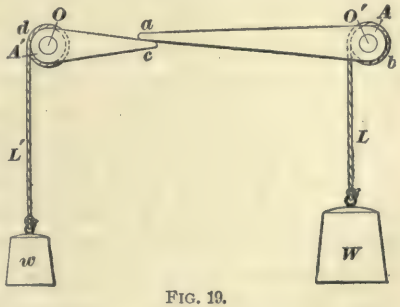

FIG. 19.
**20.** Increasing the size of the pinion and decreasing the size of the gear was seen to make the starting power of the car less and its full speed greater. Decreasing the size of the pinion and increasing the size of the gear gives the car greater starting power, but somewhat lessens its maximum speed. It increases the starting power, because it increases the length of the lever that the armature uses for turning the car wheel, as can be seen by a consideration of Figs. 19 and 20. In Fig. 19 *c d* is a lever working around center *O*, and *a b* is a lever working around center *O'*. Attached to one rope is weight *W*, which tries to turn lever *a b* counter-clockwise; attached to a second rope is weight *w*, which tries to turn lever *c d* also counter-clockwise. We will suppose that the lengths of the levers and the weights
of $W$ and $w$ are such that the levers, when interfered, as shown in Fig. 19, just balance each other in the effort to press, the one up and the other down. It can be readily seen that the amount of weight $W$, which one could lift by winding rope $L$ up on arbor $A$, by means of lever $a\,b$, would depend on the length of lever $a\,b$, just as the weight that a man can move with a pry depends on the length of the pry.